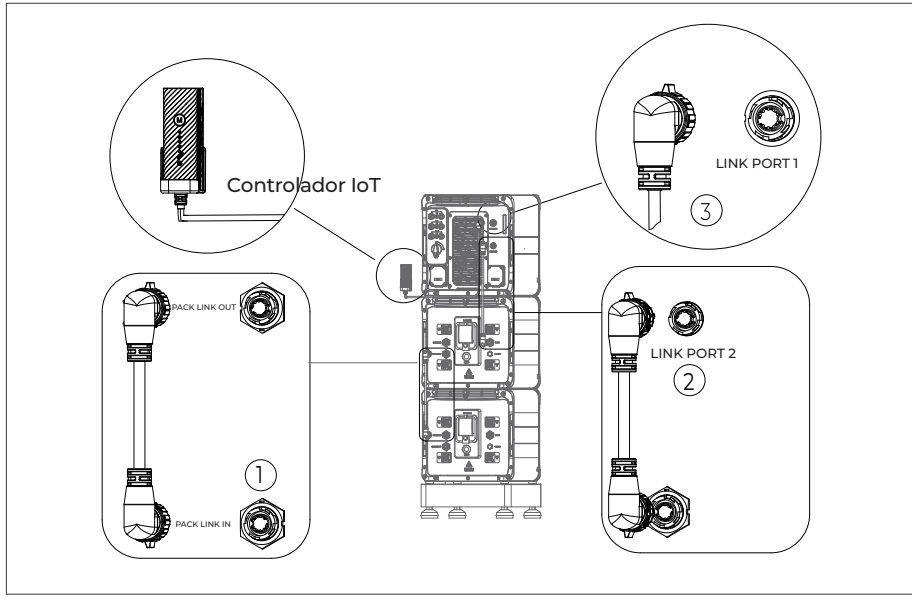

Figura 6.10
Para lograr la comunicación entre dos paquetes de baterías B500, se requiere un cable de comunicación. Enchufe un extremo del cable al puerto Link-in del B500 y el otro al puerto Link-out del B500 superior. Consulte la figura 6-10 "①".
Para la comunicación entre el inversor EP760 y las baterías B500, conecte un extremo del cable de comunicación al puerto de señal del inversor del B500 superior (PCS LINK), y el otro al puerto LINK PORT 2 del inversor EP760. Consulte la figura 6-10 "②".
Conecte el controlador IoT al inversor EP760. Consulte la Figura 6-10 "③".